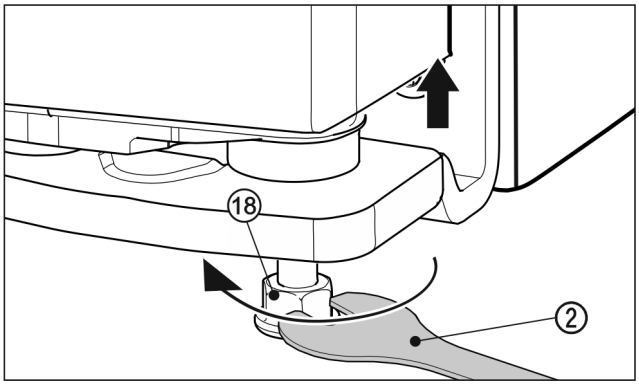

Fig. 26
▶ Pentru ridicarea ușii, deșurubați spre dreapta piciorul de poziționare *Fig. 26 (18)* cu cheia fixă *Fig. 26 (2)* livrată până când există contact la podea. Apoi rotiți în continuare până când este deplasată ușa pe înălțime. Bolțul suport este înșurubat complet la livrare.